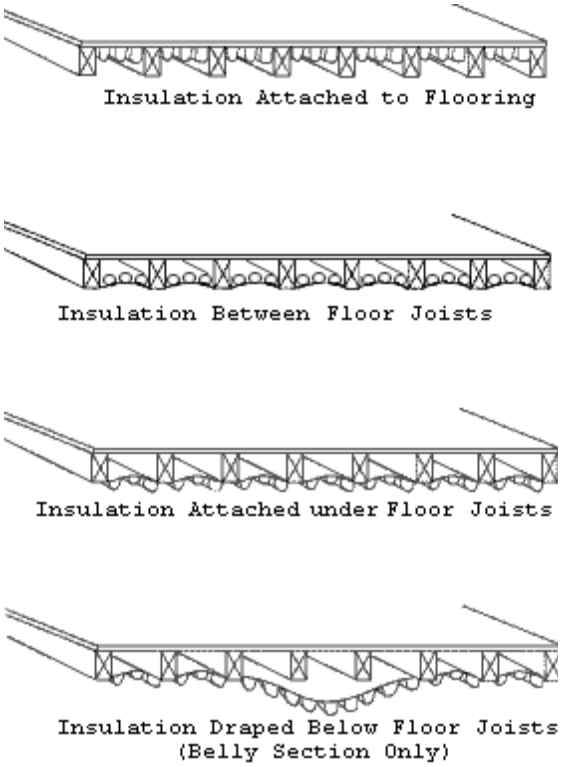

Figure 10.12. Batt/Blanket Insulation Location.
- **Batt/Blanket Insulation Location [Wing and Belly]** – Indicate where the batt/blanket insulation is located in the wing and belly sections. The choices are Attached to Flooring, Between Joists, Attached Under Joists, Draped Below Joists (only belly section), and None. Figure 10.12 shows the four configurations. Attached to Flooring refers to the case when the batt/blanket insulation is attached to the underside of the flooring. Between Joists refers to the case when the insulation lies between but at the bottom of the joists, leaving the potential for an air space between the top of the insulation and the flooring. Attached to Joist refers to the case when the insulation is attached to the underside of the floor joists. Insulation in the belly section that is draped below the underside of the floor joists (attached only around the perimeter of the belly section) is described as Draped Below Floor Joist. Enter None if batt/blanket insulation does not exist in the wing and belly sections.